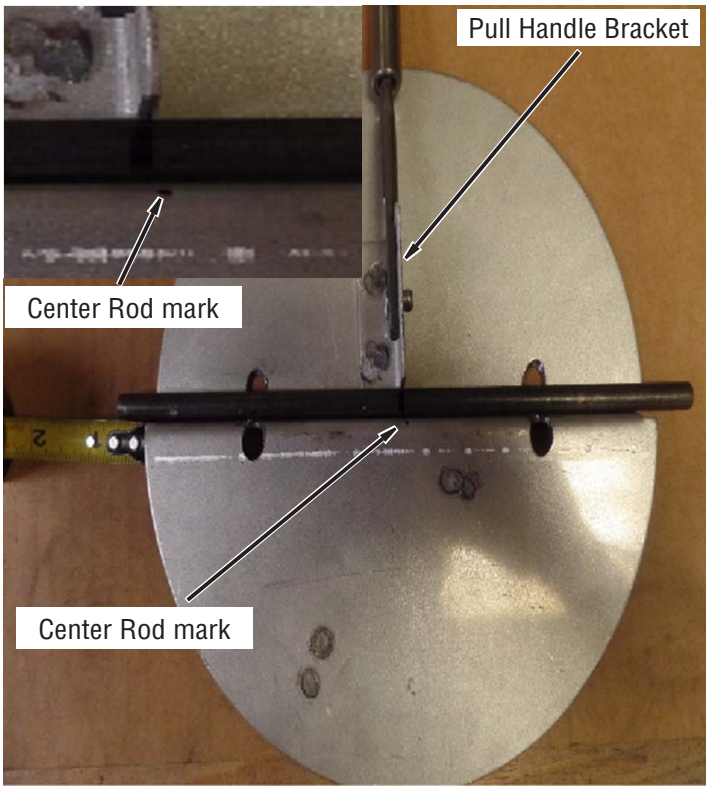

Figure 3 - Placing New Rod
2. Set NEW rod between the pull handle bracket and the new plate's bend. Center the rod and using a permanent marker mark the rod all around where it intersects the handle's bracket. This will aid in centering the rod on the damper can during installation (see Figure 3).